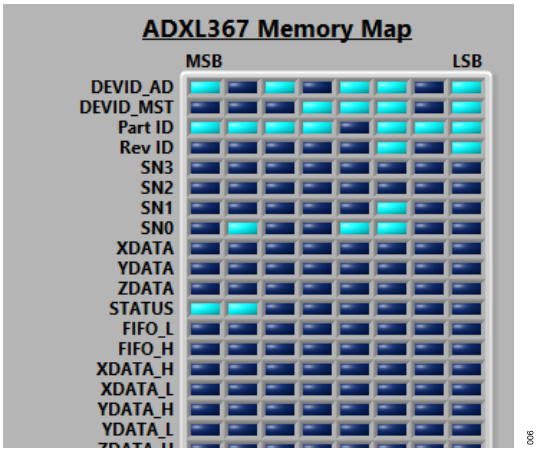

Figure 6. Register Map
- If everything works as expected, the system reads the register map from the accelerometer and displays it in the **ADXL367 Register Map** section of the GUI (see Figure 6).